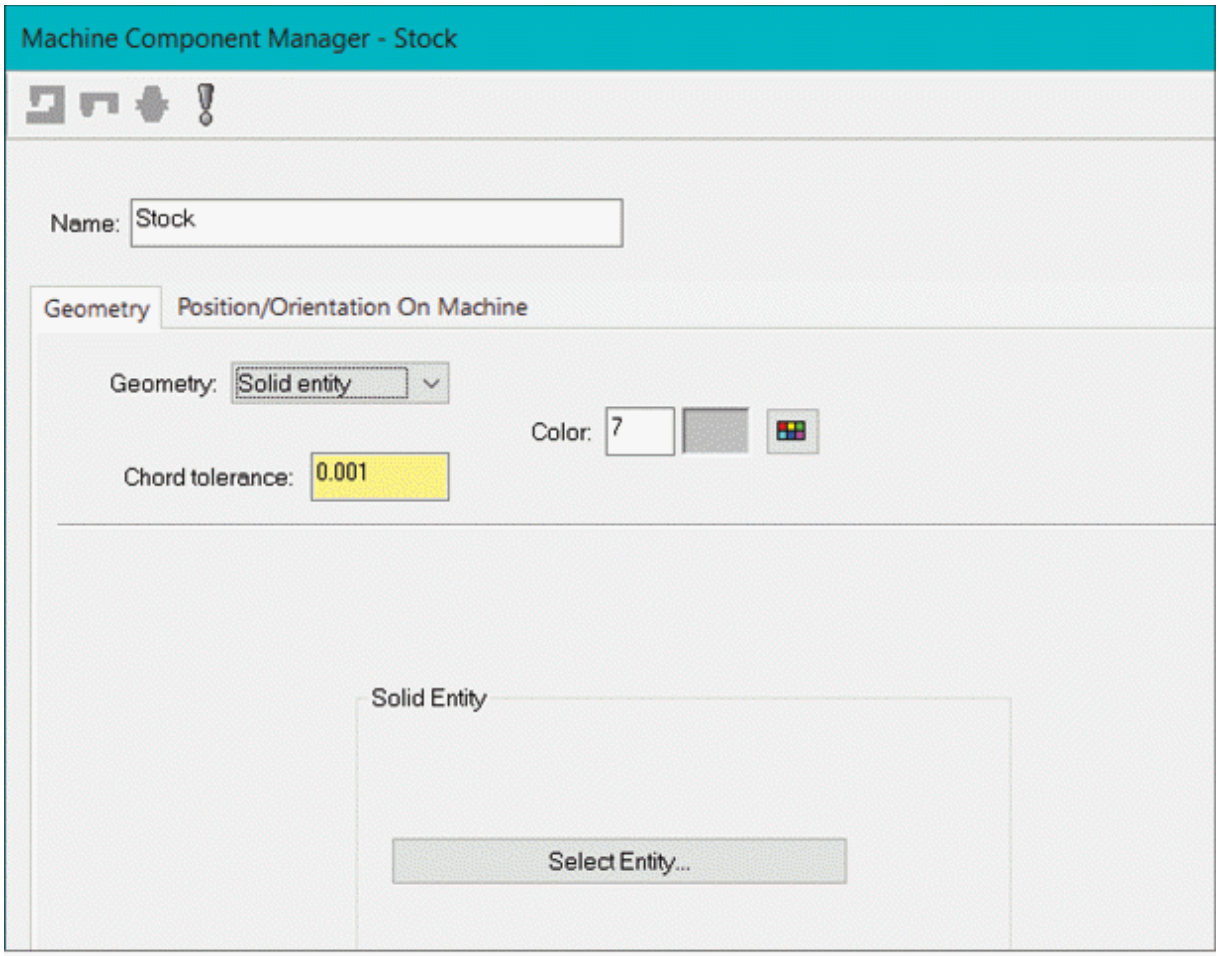

Figure-38. Machine Component Manager-Stock dialog box partial view
- Select the **Solid entity** option from the **Geometry** drop-down in the dialog box. The options in the dialog box will be displayed as shown in Figure-38.